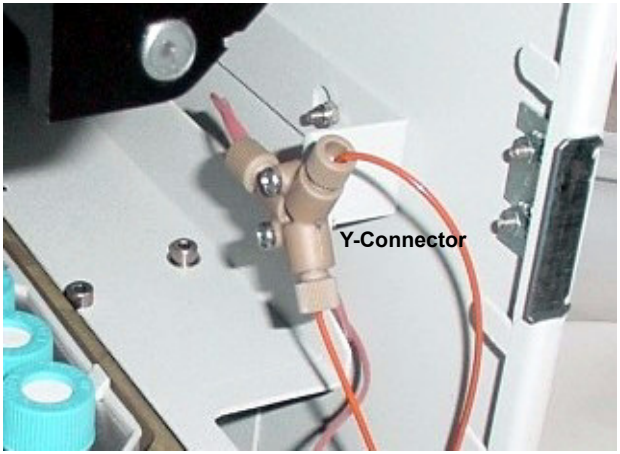

Figure B-26. Simultaneous Injection Y-Connector Inside the AS
1. Locate the Y-connector, which is installed inside the AS autosampler compartment (see Figure B-26).